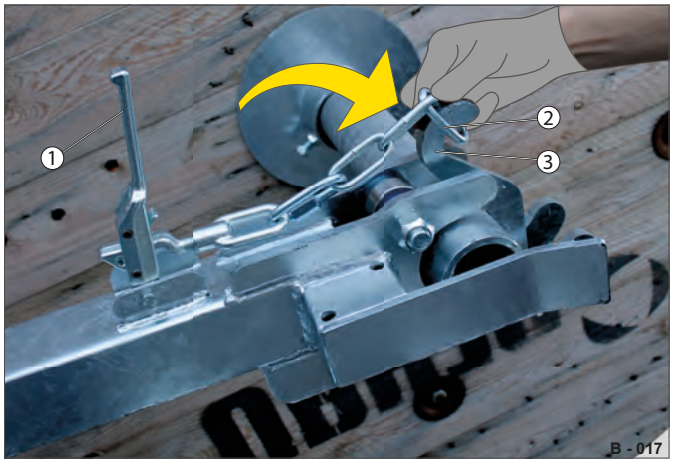

Fig. 14 Sikring af kabeltromlen
▶ Løft håndtaget (Fig. 14 /1) op, og sæt kædeøjet (Fig. 14 /2) på krogen (Fig. 14 /3).